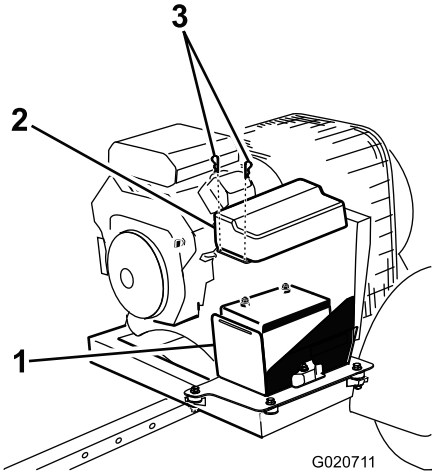

Rysunek 3
1. Zdejmij zaczepy mocujące pokrywę akumulatora do obudowy akumulatora (Rysunek 3).